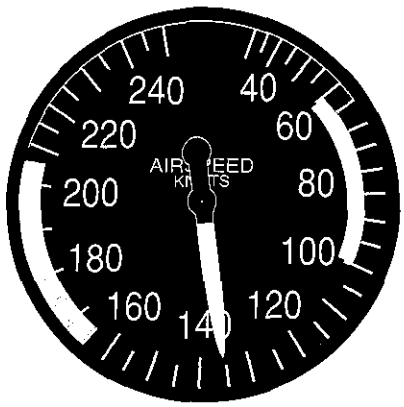

FIGURE 3-4.—Airspeed indicator.
The airspeed indicator is a sensitive, differential pressure gauge which measures and shows promptly the difference between (1) pitot, or impact pressure, and (2) static pressure, the undisturbed atmospheric pressure at level flight. These two pressures will be equal when the aircraft is parked on the ground in calm air. When the aircraft moves through the air, the pressure on the pitot line becomes greater than the pressure in the static lines. This difference in pressure is registered by the airspeed pointer on the face of the instrument, which is calibrated in miles per hour (MPH), knots, or both. [Figure 3-4]
Airplanes weighing 12,500 pounds or less, manufactured after 1945 and certificated by the FAA, are required to have airspeed indicators that conform in a standard color-coded marking system. This system of color-coded markings enables the pilot to determine at a glance certain airspeed limitations which are important to the safe operation of the aircraft. For example, if during the execution of a maneuver, the pilot notes that the airspeed needle is in the yellow arc and is rapidly approaching the red line, immediate corrective action to reduce the airspeed should be taken. It is essential at high airspeed that the pilot use smooth control pressures to avoid severe stresses upon the aircraft structure. [Figure 3-4]